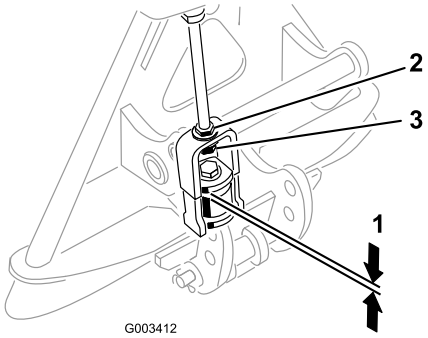

Bild 16
9. Wenn der Rechen an der Zugmaschine montiert und befestigt ist, messen Sie den Abstand zwischen der oberen Scheibe und dem Distanzstück im Kettenglied am Anbaugerätadapter, siehe Bild 16.
Der Abstand zwischen der Scheibe und der Schulter sollte 1,5 bis 2 mm betragen (Bild 16).
10. Wenn der Abstand nicht richtig ist, lösen Sie die Klemmmutter und ziehen Sie die Einstellmutter am Kettenglied entsprechend an oder lösen Sie sie, um den Abstand zu ändern (Bild 16).